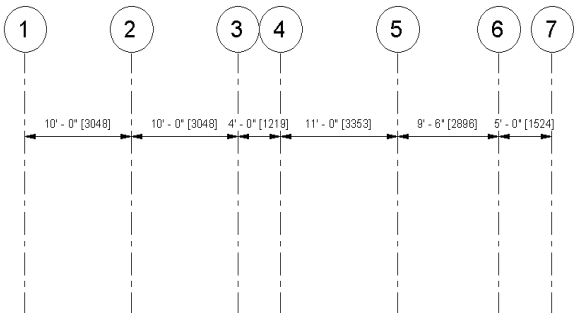

Figure 3-48 *Distance between the vertical grid lines*
8. Repeat steps 5 to 7 to create five more vertical grids with the distance specified in Figure 3-48.